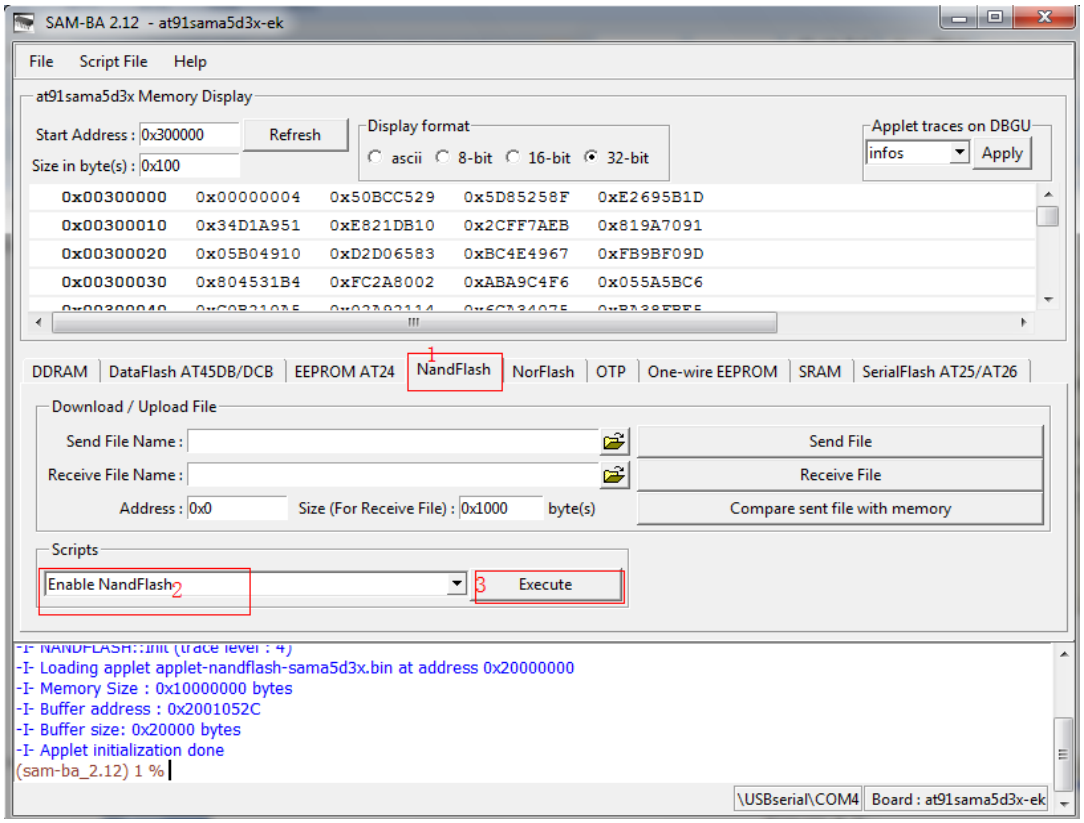

Figure 3-7
① Select "**Enable NandFlash**" in Scripts tab, and then click "**Execute**" to Enable NandFlash. Refer to figure 3-7: